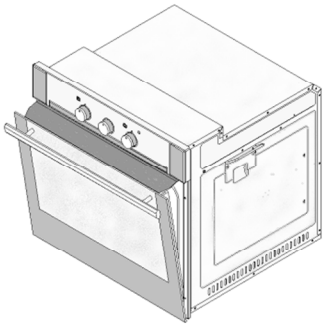

Figura-3
4. Ajuste os dois suportes do escudo protector nos encaixes que se encontram por baixo do painel de comandos, fixe-os no local entre o forno e a porta interior fechando cuidadosamente a porta (figura 3).